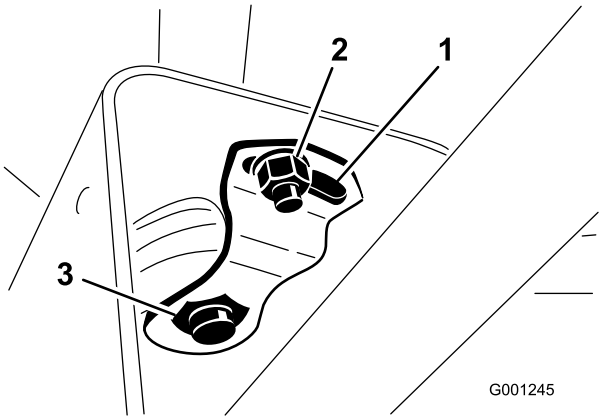

Figuur 69
2. Schuif de kap omhoog langs de stuuras zodat de draaibeugel zichtbaar wordt (Figuur 69).
3. Zet de kleine moer los en draai aan de draaibeugel totdat deze de grote moer onder vastklemt (Figuur 69).